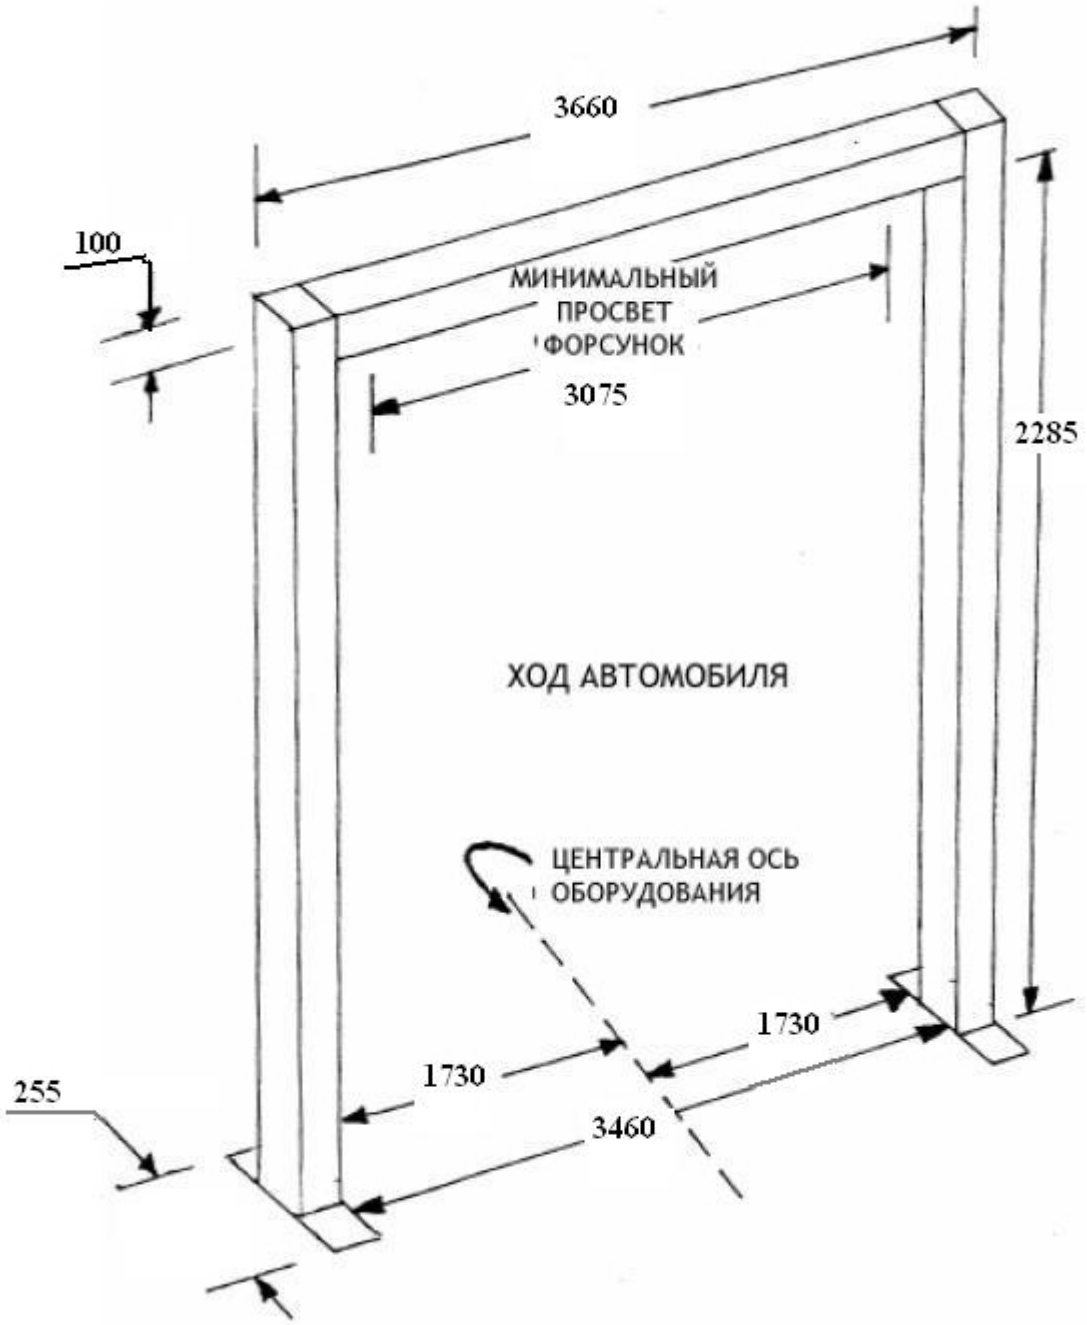

Рис. 1
2. Поместите собранную арку на её постоянное место в моющем туннеле, совместив центральную ось арки с центральной линией оборудования туннеля. (Рис.1)